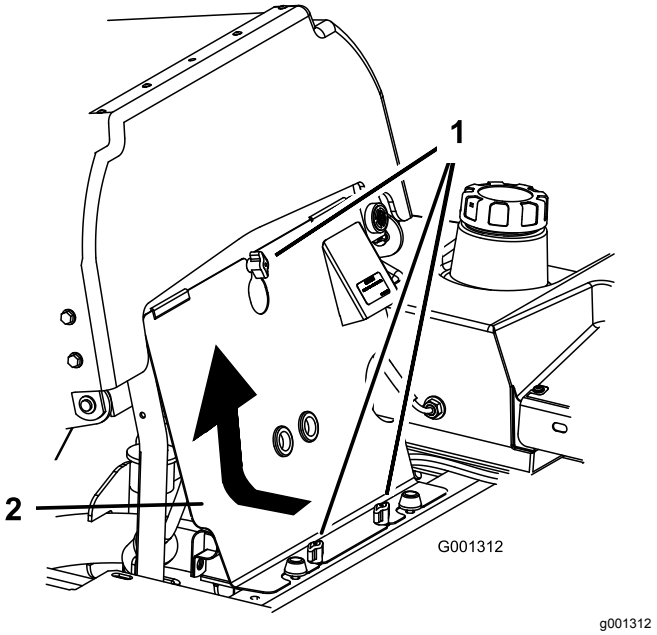

Rysunek 61
1. Pochyl fotel do przodu i zdejmij przedni panel silnika (Rysunek 61).